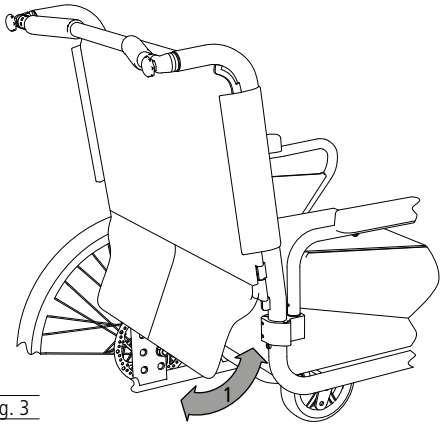

fig. 3
1. Il telo dello schienale può essere fissato sul lato posteriore del sedile in modo da chiudere la fessura tra lo schienale e la seduta (1, fig. 3).